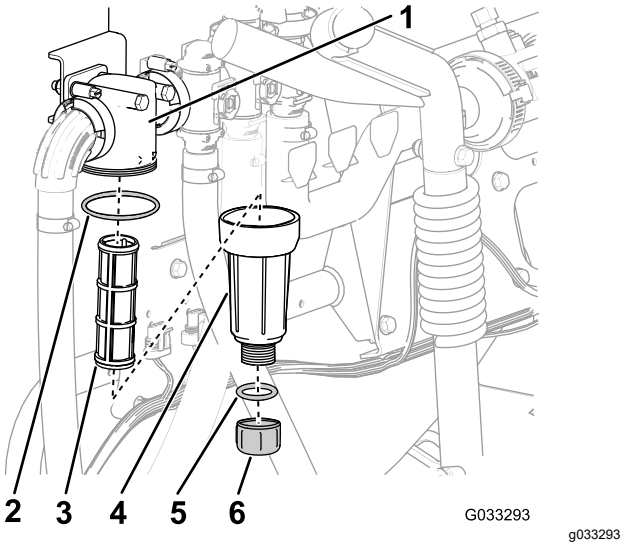

Figuur 60
2. Plaats een opvangbak onder het drukfilter (Figuur 60).
3. Draai de aftapplug linksom en neem ze van de bak van het drukfilter (Figuur 60).
4. Draai de bak linksom en verwijder deze van de filterkop (Figuur 60).
5. Verwijder het oude drukfilterelement (Figuur 60).
6. Controleer de O-ring voor de aftapplug (in de bak) en de O-ring voor de bak (in de filterkop) op schade en slijtage (Figuur 60).
7. Monteer het nieuwe drukfilterelement in de filterkop (Figuur 60).
8. Maak de bak handmatig vast op de filterkop (Figuur 60).
9. Maak de plug met de hand vast op de bak (Figuur 60).